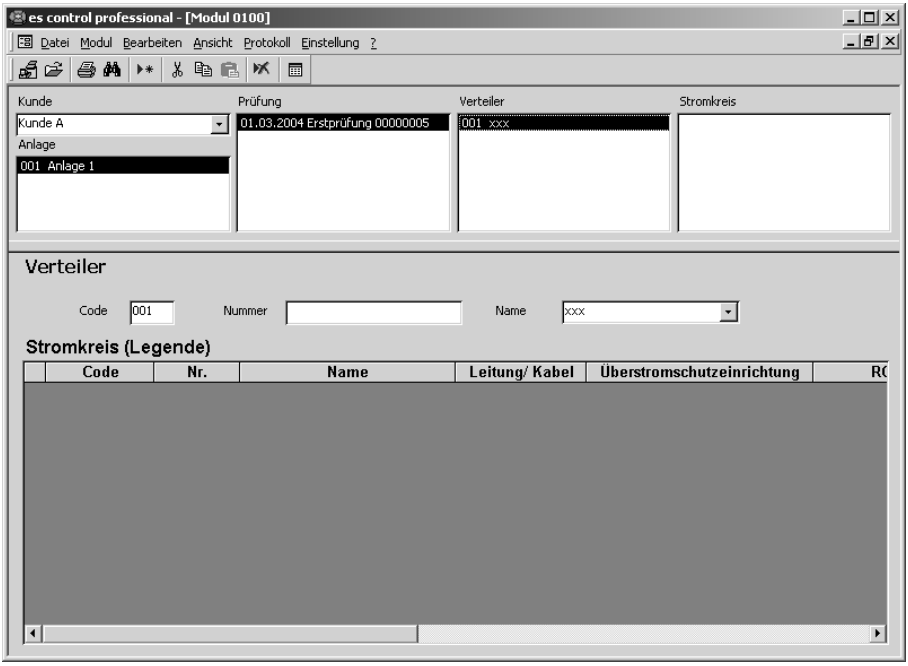

Bild 5.17 Datensatz für Verteiler hinzufügen
- Legen Sie einen neuen Datensatz an. Benutzen Sie dazu den Menübefehl "Bearbeiten | Neuer Datensatz" oder verwenden Sie das Kontext-Menü, welches mit der rechten Maustaste aufgerufen wird. Es wird ein neuer Verteiler "xxxxx" für die Erstprüfung in der "Anlage 1" beim Kunden "Kunde A" angelegt. Der neue Datensatz für den Verteiler wird dargestellt wie in Bild 5.17.